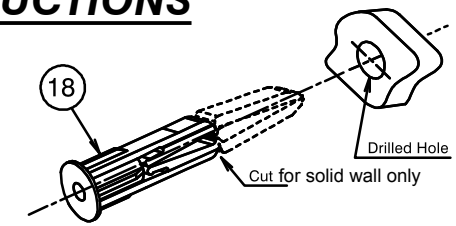

Fig.1
2) Fit 'O' ring (2) into groove in base of cover plate (3). Screw wall elbow (4) together with cover plate (3) onto threaded nipple (1) and position so that hose (13) will hang vertically down. DO NOT OVERTIGHTEN.
ii) Cut the wings of the wall anchor (19) at the elbow joint (Fig.1) using scissors or a sharp knife.